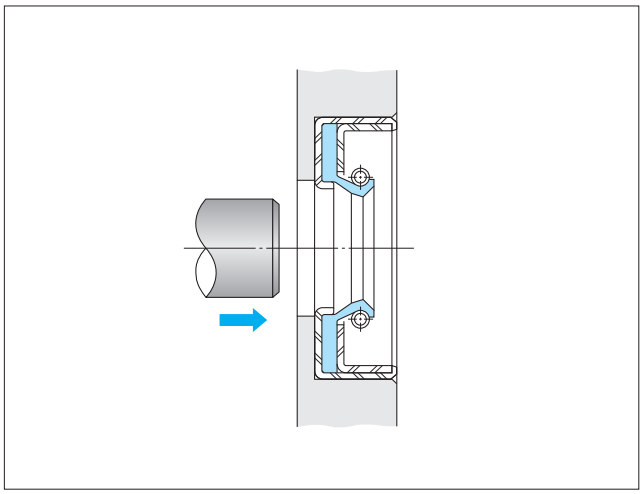

Fig. 7-14 Shaft Assembly Direction
❸ Insert the shaft in the direction indicated in Fig. 7-14.